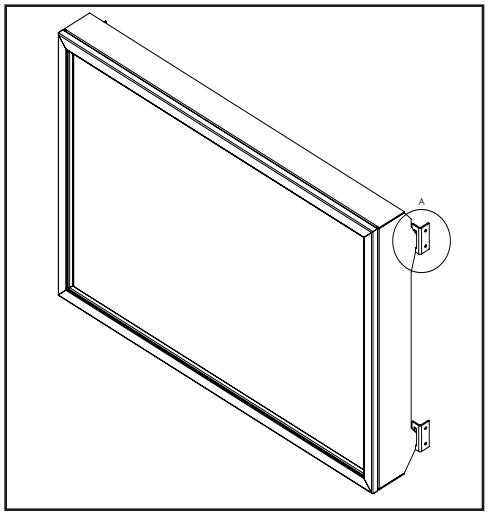

Figure 40: Installing Safety Screen onto Cabinet Bracket (Parts removed for clarity)
To install the safety screen hold it upright in front of the fireplace with four (4) hooks pointing towards the fireplace. Slide the hooks into the corresponding brackets on each side of the cabinet (see figures 40 and 41). Ensure the hooks are secure to confirm correct installation. To remove the safety screen unhook it from the brackets by liffting up and out.